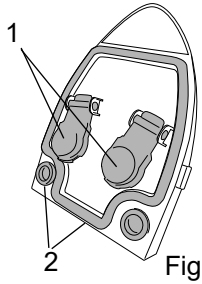

Fig.29
- Turn the lid over and check that the floats can move freely (fig. 29, ref. 1).
- Clean the seals with a moist cloth (fig. 29, ref. 2).